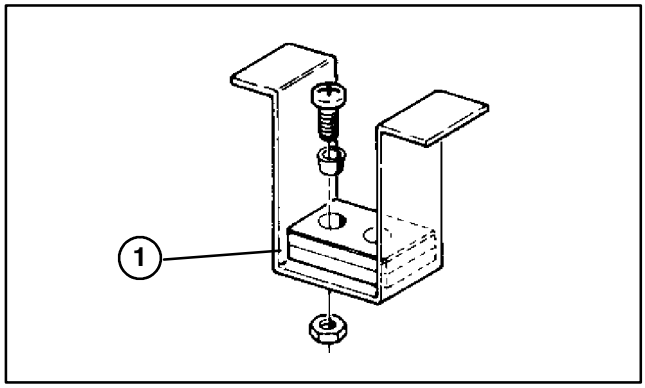

Figure 14
10. Check to make sure front height–of cut pins are resting properly on frame cushions (Fig. 14). If pins are not resting properly, place a shim or shims under cushion to raise it for proper alignment.